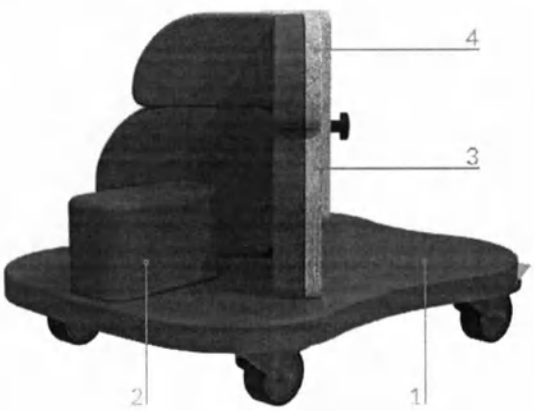

Рис. 2 – Общий вид опоры
Опора (рис. 2) состоит из основания на колёсах (1), на котором размещаются абдуктор (2) и спинка (3). На спинке (3) установлен подголовник (4). Каждое колесо снабжено тормозом для фиксации опоры на одном месте.